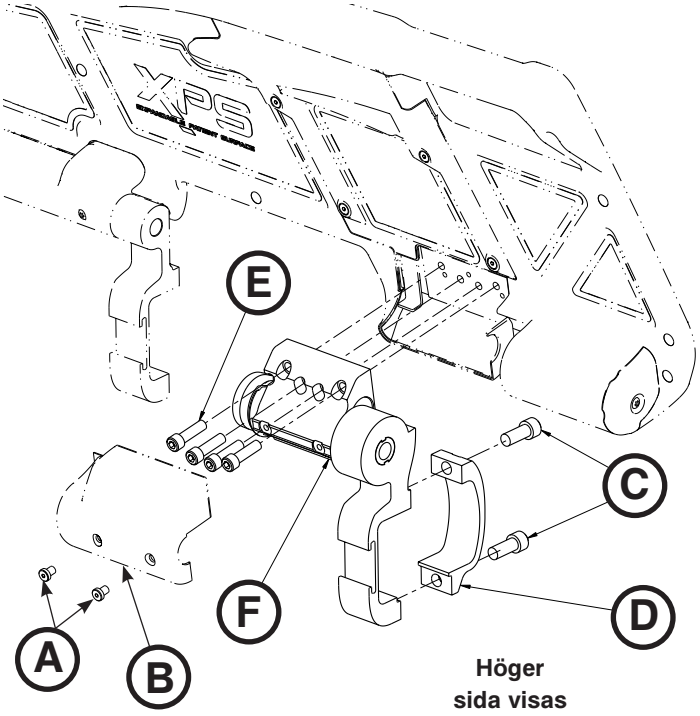

Figur 83
3. Avlägsna de två skruvarna (A) som håller fast spärrhöljet (B) vid spärrenheten med hjälp av en 3/32" insexnyckel. Ta bort höljet (Figur 83).
4. Ta bort skruvarna med sexkantshål (C) som fäster sänggrindens klämma (D) vid spärrenheten i fotändan av huvudenheten med hjälp av en 1/4" insexnyckel (Figur 83). Vid installationen ska båda den nya skruvarna dras åt med vridmomentet 29,8 ±4,5 Nm (22 ±3,3 ft-lb).
5. Avlägsna de fyra skruvarna (E) som håller fast höljet över frigöringskontrollen (F) vid den övergjutna enheten med hjälp av en 3/16" insexnyckel och kassera, ta sedan bort spärrenheten (Figur 83). Vid installationen ska de fyra nya skruvarna dras åt med vridmomentet 12,9 ±2,0 Nm (9,5 ±1,5 ft-lb).